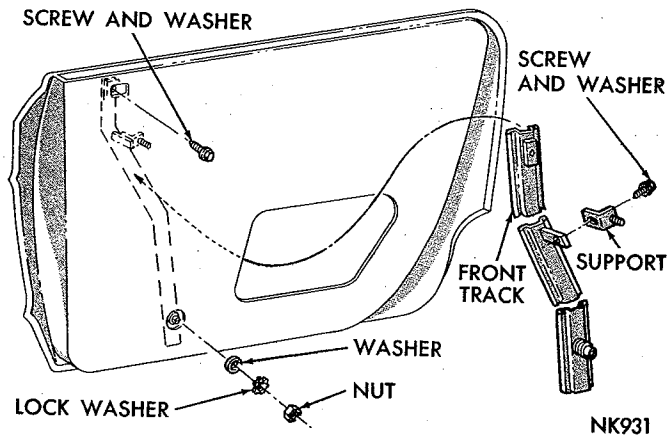

**Fig. 108—Rear Door Glass Front Track**
(1) Remove door glass assembly.
(2) Remove nut and washers attaching track assembly to lower part of door inside panel (Fig. 108).
(3) Remove screw and washer assembly attaching track at the belt line.
(4) Remove track assembly through large access opening in door inner panel.
(5) Remove center support assembly from track.
(1) Install center support bracket to plate of track (Fig. 108).
(2) Position track assembly into door, through large access opening, and position top end to attaching slot in belt reinforcement.
(3) Install screw and washer assembly but do not tighten.
(4) Insert stud on bottom of track through the attaching hole in inside door panel and install nut and washers finger tight only.
(5) Install and adjust door glass.